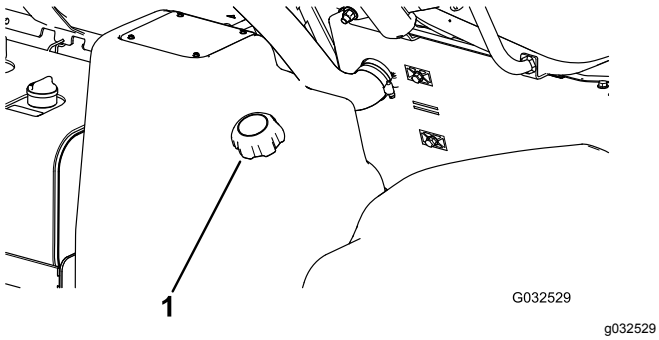

Figur 15
2. Rengør området omkring brændstoftankens dæksel (Figur 15).